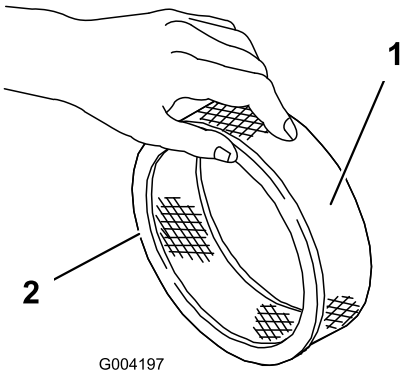

Rysunek 20
5. Sprawdź filtr papierowy pod kątem rozdarć, warstwy oleju i uszkodzenia gumowej uszczelki (Rysunek 20).
1. Ostrożnie wsuń piankowy filtr wstępny do wkładu papierowego (Rysunek 20).